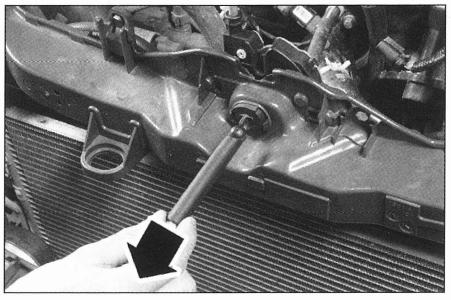

FIG. 3
- el deflector de aire (3).
- los dos tornillos (2).
• Separar la calandra y desmontar el gancho del capó tirando hacia arriba **(fig. 3)**.